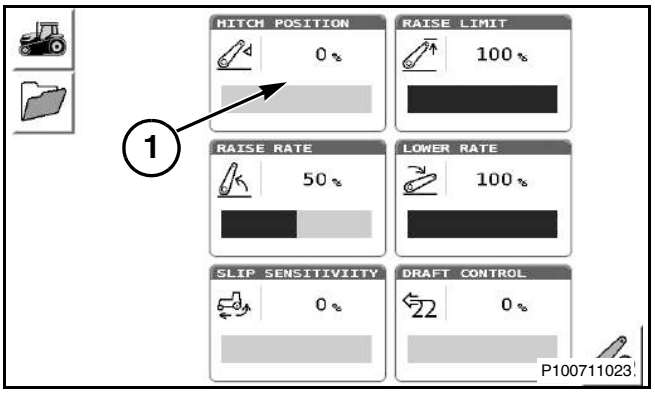

Рис. 156
Рис. 156: Параметр высоты сцепки (1) позволяет оператору установить вертикальное положение трехточечной сцепки. Высота сцепки - это положение сцепки по отношению к настройке параметра предельной высоты подъема.